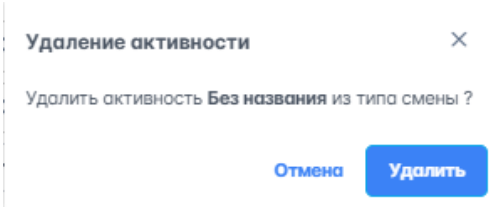

Рисунок 119 – Подтверждение удаления активности
3. Нажать на в строке требуемой активности на панели управления, откроется окно подтверждения удаления (рисунок 119).